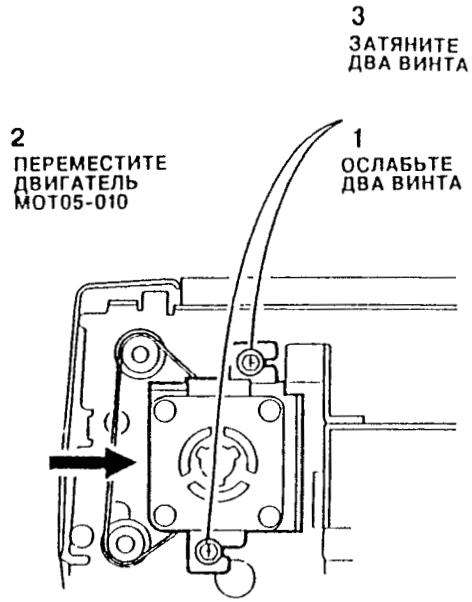

Рис. 1. Отрегулируйте натяжение ремня привода вывода дуплексного автоподатчика оригиналов DADF
1. Отрегулируйте натяжение ремня привода вывода дуплексного автоподатчика оригиналов DADF, смещая для этого двигатель привода вывода MOT05-010 (смотрите Рис. 1).